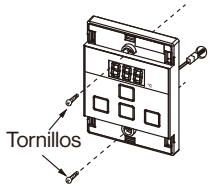

Fig. 4
7. Retirar el film de protección del comando remoto y volver a montar las cubiertas (Fig. 4).